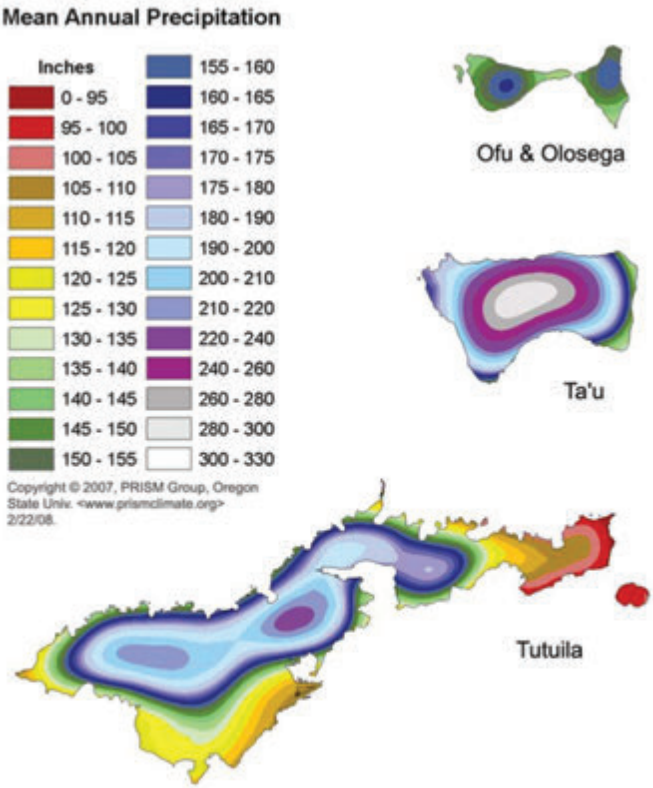

Figure 1.2. Mean annual precipitation for American Samoa (Natural History Guide to American Samoa, 3rd Edition, 2009).
- Average annual **rainfall** on Tutuila ranges between 95 and 240 inches (Figure 1.2).